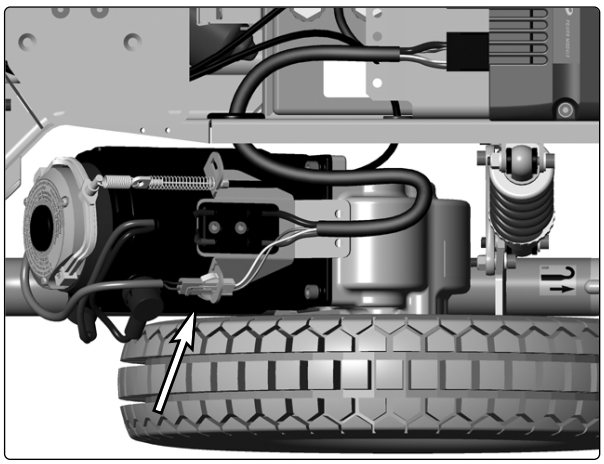

Abb. 43. E-Anschlüsse der Magnetbremse.
5. Stellen Sie die E-Anschlüsse der Magnetbremse wieder her, s. Abb. 43.